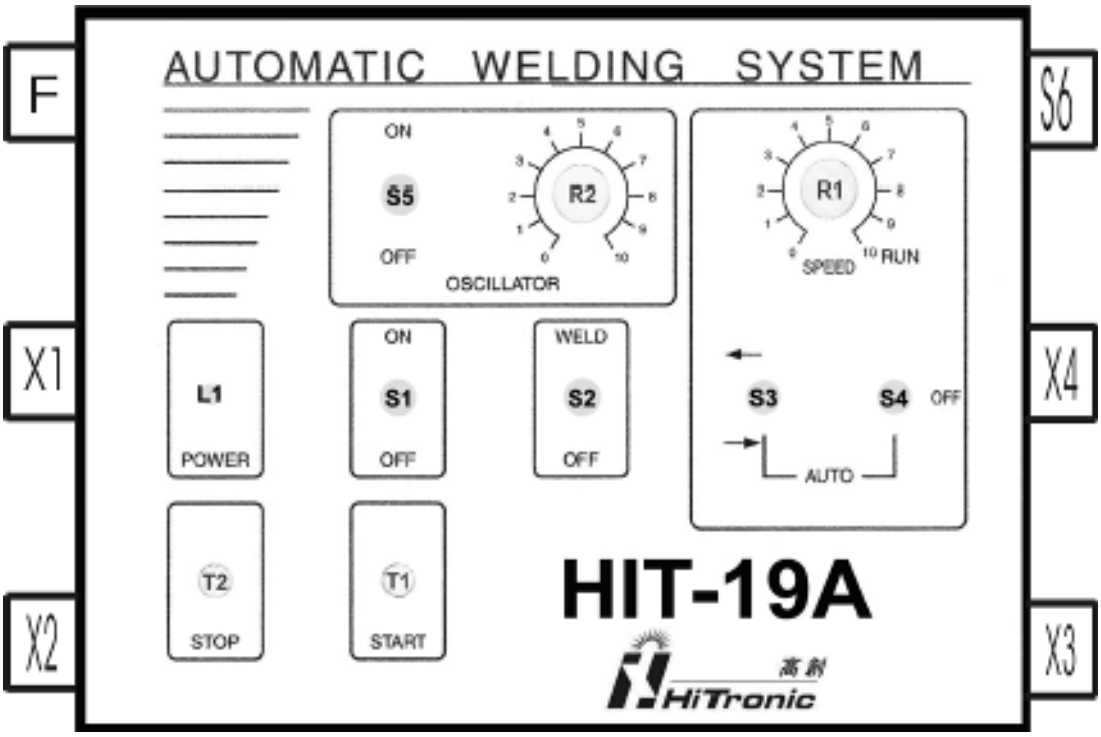

Рисунок 3: Панель управления блока управления HIT-19A
1) Включите выключатель питания S1 на блоке управления HIT-19A (см. рисунок 3).